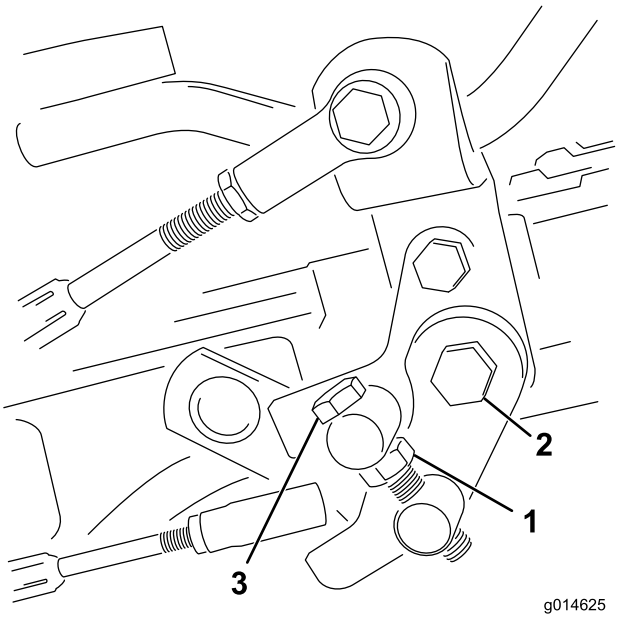

**Figuur 49**
1. Draai de contramoer op de draaitapbout los (Figuur 49).
4. Draai de contramoer op de draaitapbout en de moer op het scharnierpunt van het pedaal vast om de afstelling te vergrendelen (Figuur 49). Controleer de afstelling en stel nogmaals af indien dit nodig is.